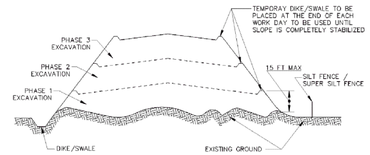

FIGURE B.2: INCREMENTAL STABILIZATION * FILL
4. CONSTRUCTION SEQUENCE EXAMPLE (REFER TO FIGURE B.2):